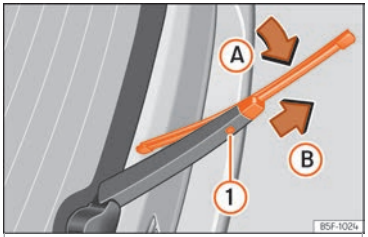

Fig. 81 Changing the rear wiper blade
- Pull the wiper blade out of its mounting on the wiper arm ››› Fig. 81 (arrow (A)).
- Hold down the release button ››› Fig. 81 (1) while gently pulling the blade in the direction of arrow (B). You might have to apply a lot of effort.
- Insert a new blade of the **same length and type** in the wiper arm in the opposite direction to the arrow ››› Fig. 81 (B) and hook into place. This feature is operational when the knob is in position (arrow (A)).